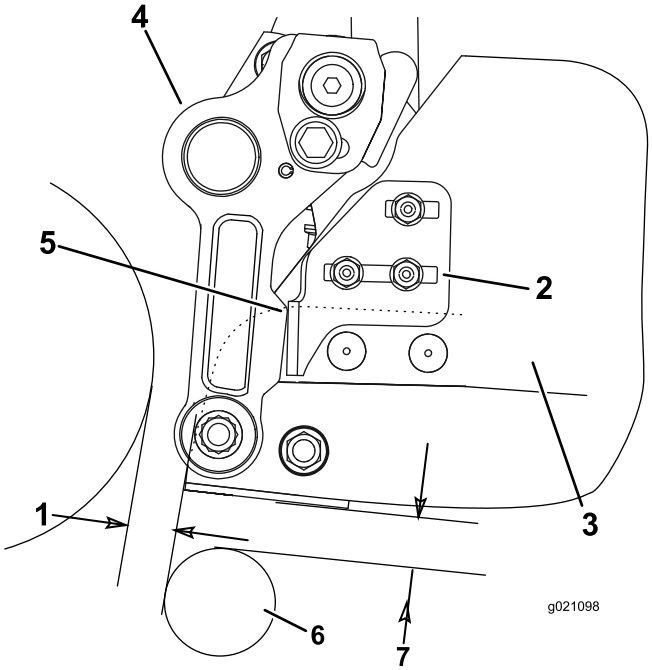

Figura 10
- A ciascun lato del cesto, allentate i dadi del bullone a testa tonda fissando le staffe di fermo al cesto (Figura 10).
- Posizionate il cesto in modo tale che sia parallelo all'apparato di taglio con un gioco minimo di 6 mm tra il bordo del cesto e il cilindro (Figura 10).